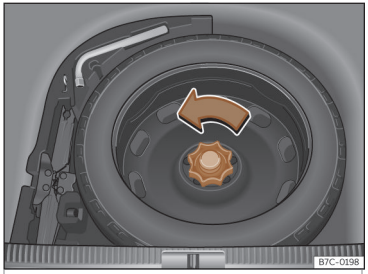

Fig. 223 En el maletero: piso de carga alzado.
- Gire la ruedecilla en sentido contrario a las agujas del reloj>>> fig. 223 .